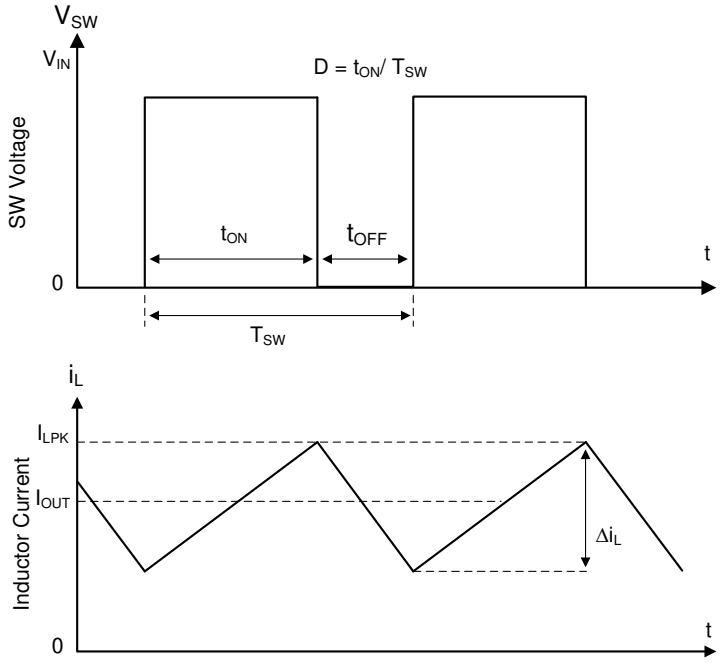

Figure 7-1. SW Node and Inductor Current Waveforms in Continuous Conduction Mode (CCM)
The following operation description of the LMR70410 refers to the *Functional Block Diagram* and to the waveforms in Figure 7-1. LMR70410 is a step-down, synchronous buck regulator with integrated high-side (HS) and low-side (LS) switches (synchronous rectifier). The LMR70410 supplies a regulated output voltage by turning on the HS and LS NMOS switches with controlled duty cycle. During high-side switch ON time, the SW pin voltage swings up to approximately VIN, and the inductor current i_L increase with linear slope ($V_{IN} – V_{OUT}$) / L. When the HS switch is turned off by the control logic, the LS switch is turned on after an anti-shoot-through dead time. Inductor current discharges through the low-side switch with a slope of $–V_{OUT}$ / L. The control parameter of a buck converter is defined as Duty Cycle D = t_{ON} / T_{SW}, where t_{ON} is the high-side switch ON time and T_{SW} is the switching period. The regulator control loop maintains a constant output voltage by adjusting the duty cycle D. In an ideal buck converter, where losses are ignored, D is proportional to the output voltage and inversely proportional to the input voltage: D = V_{OUT} / V_{IN}.